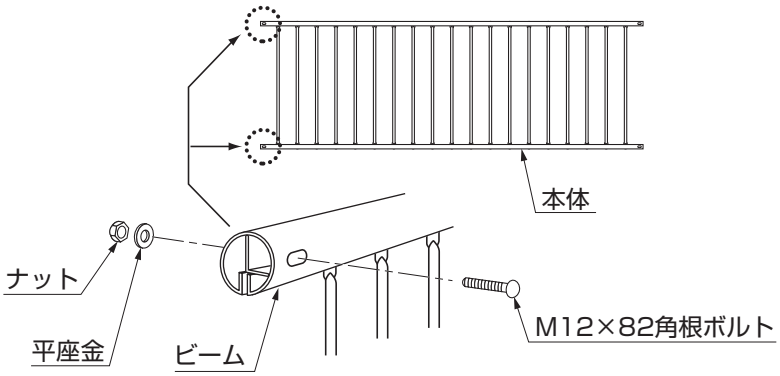

図3-1
①パネルのどちらか2箇所を図3-1のように金具の取付けで使用するM12×82角根ボルトで仮止めしてください。